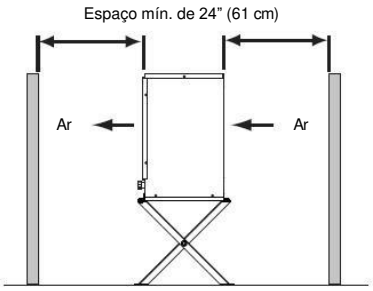

Fig. 10
- Área seca e bem ventilada com 24” (61 cm) de espaço na frente e traseira para circulação adequada de ar e facilidade de manutenção e/ou reparo, caso necessários. Ver Fig. 10.